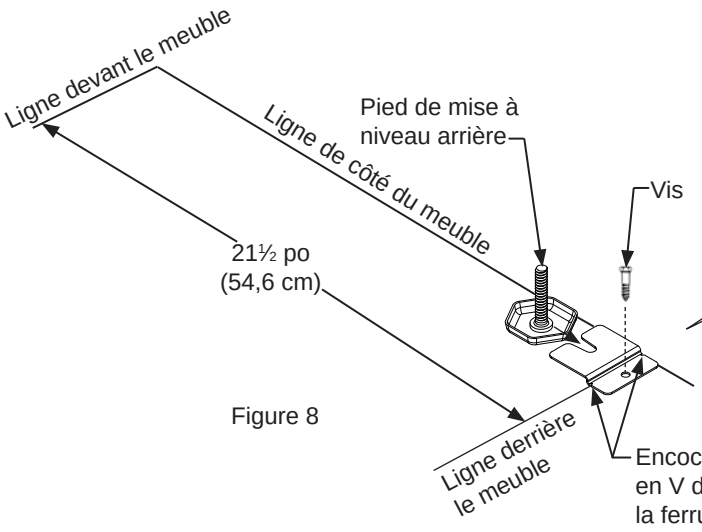

Figure 8
3) Assurez-vous que le réfrigérateur est bien à la place voulue, puis marquez sa position sur le sol correspondant à l'arrière et l'angle de côté du meuble où la ferrure anti-basculement sera installée. Si l'installation ne permet pas le marquage à l'angle arrière du meuble, tracez des lignes temporaires au sol en repérant l'endroit de l'angle avant du meuble, sans tenir compte de la tiroir. Glissez le réfrigérateur hors de cet emplacement. Depuis la ligne temporaire prolongez la ligne de côté vers l'arrière de 21½ po (54,6 cm) comme c'est montré en Figure 8.
5) Fixez la ferrure anti-basculement au sol en utilisant la vis fournie (Voyez la Figure 8).